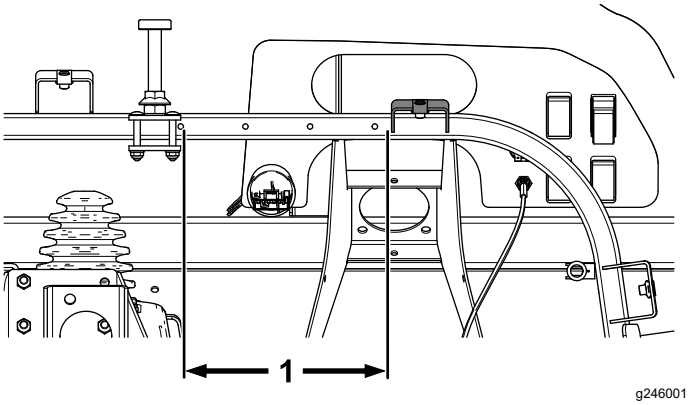

Figur 35
1. Mät 20,7 cm (8 ⅛ tum) åt vänster från huvfästets nederkant och gör en markering (Figur 35).